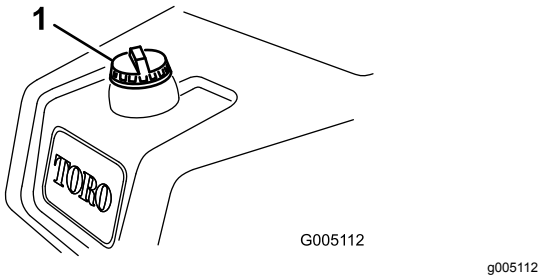

Figur 23
1. Rengjør rundt drivstofflokket (Figur 23).